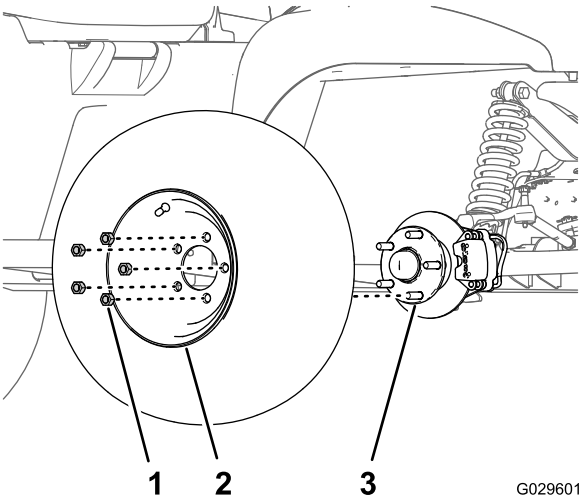

Figura 28
2. Retire las 5 tuercas que sujetan la rueda al cubo (Figura 28).
4. Alinee los taladros de la rueda con los espárragos del cubo y monte la rueda en el cubo con la válvula hacia fuera (Figura 28).
5. Sujete la rueda al cubo con las tuercas (Figura 28), y apriete las tuercas a 108–122 N·m.